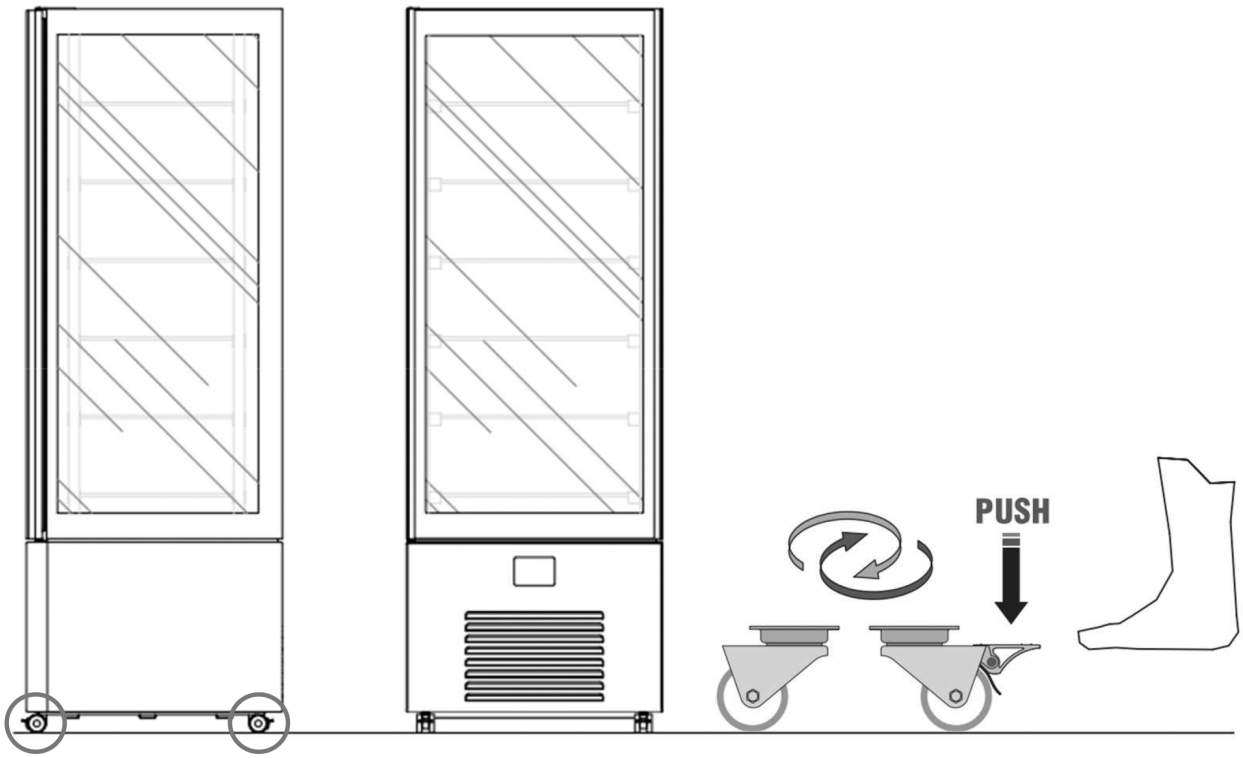

fig. 12
- L'apparecchiatura è dotata di quattro (4) rotelle pivotanti con freno per facilitarne la movimentazione. È assolutamente necessario dopo il posizionamento stabilizzare l'apparecchiatura a pavimento bloccando i freni delle rotelle (fig.12).